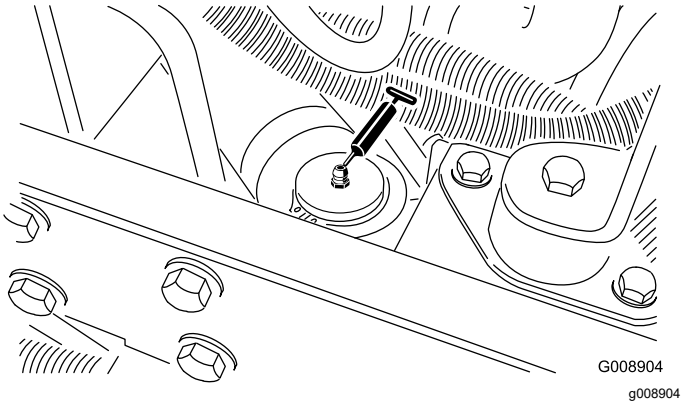

Figura 43
- Cilindro sterzante (Figura 43)